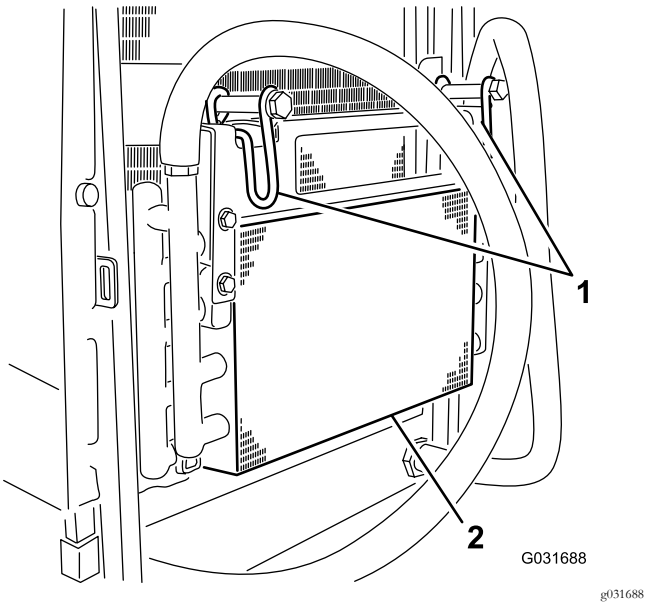

**Figura 51**
5. Girate i fermi verso l'interno per rilasciare il radiatore dell'olio (Figura 51).